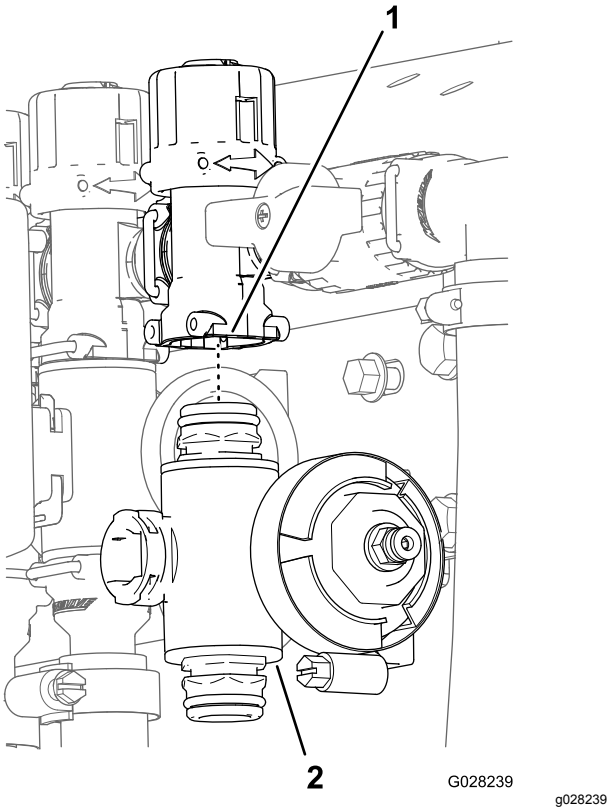

Figuur 70
3. Bij de kleppen van de linker- en rechterspuitbomen: verwijder de flenskopbouten en flensmoeren waarmee de klep/kleppen van de spuitbomen op de klepbevestiging zijn gemonteerd, en verwijder de klepverdeler(s) van de machine. Bij de klep van de middelste spuitboom: verwijder de spuitboomklepverdeler van de machine (Figuur 70).